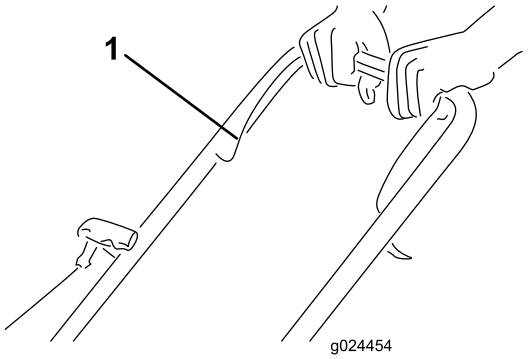

Figur 12
1. Hold knivkontrollkabelen mot håndtaket (Figur 12).